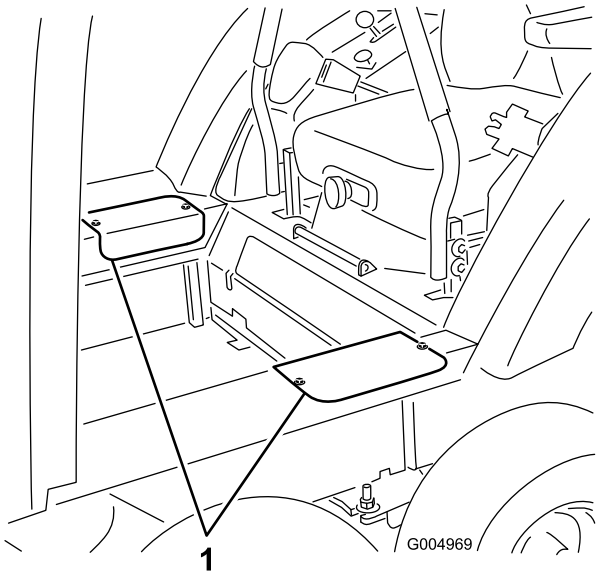

**Rysunek 122**
52. Załóż boczne pokrywy dostępowe, używając wykręconych wcześniej śrub (Rysunek 122).